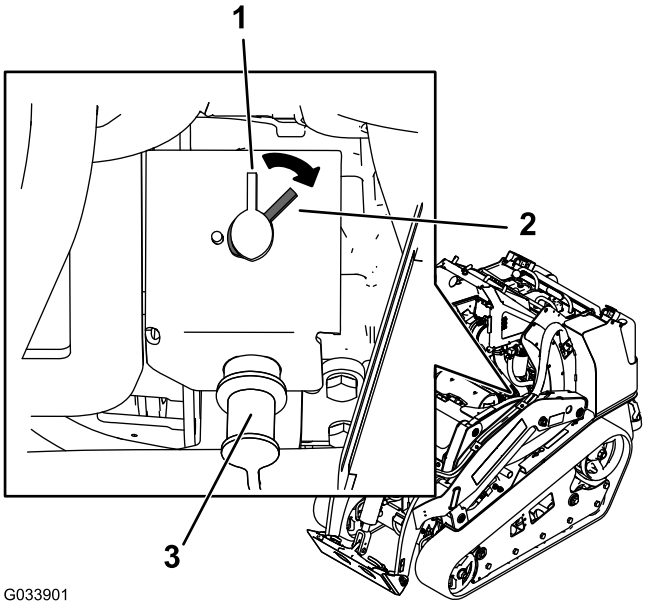

**Rysunek 49**
- Aby włączyć zasilanie elektryczne maszyny, przekręć odłącznik akumulatora w prawo do pozycji ON (Rysunek 49).